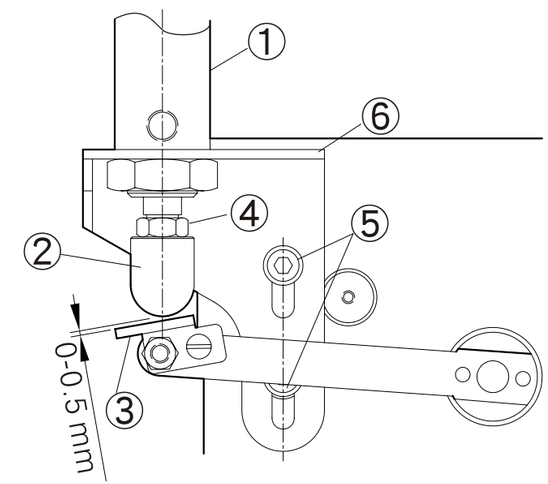

Fig. 41
1. Cuando el eje principal 1 del cilindro este en el punto alto, el bloque de presión 2 esta 0-0.5 mm del placa fija 3. (Fig. 41)